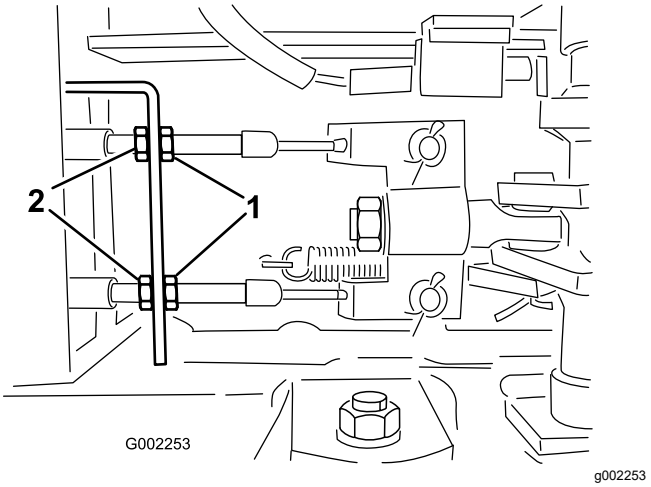

Figura 105
5. Afloje las contratuercas delanteras de los cables de freno, debajo del extremo delantero del fumigador (Figura 105).
6. Apriete las contratuercas traseras en la misma cantidad hasta que el pedal de freno recorra entre 1 a 2 cm antes de que se note resistencia (Figura 105).